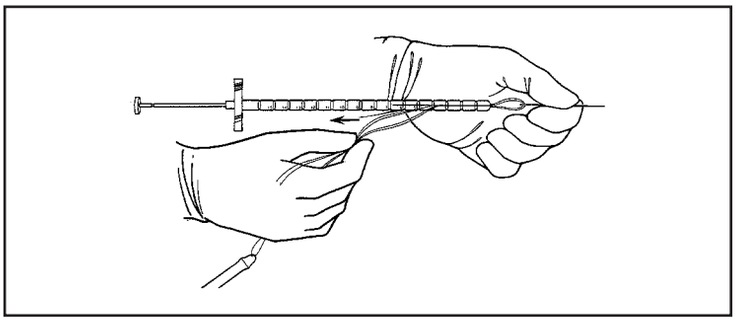

Figure 26. Load Keith Needle
5. Load the blunt end of this needle into the Furlow Insertion Tool (Figure 26) and place the suture into the tool slot.